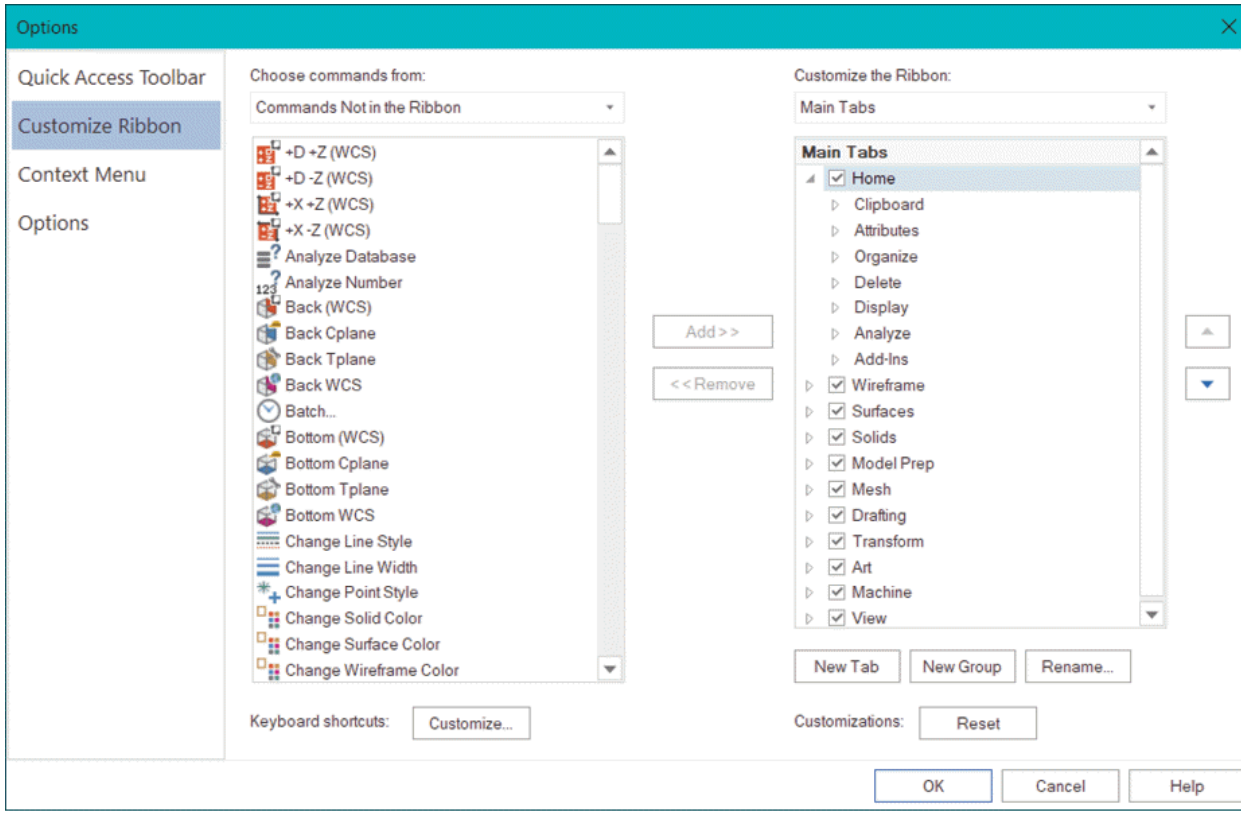
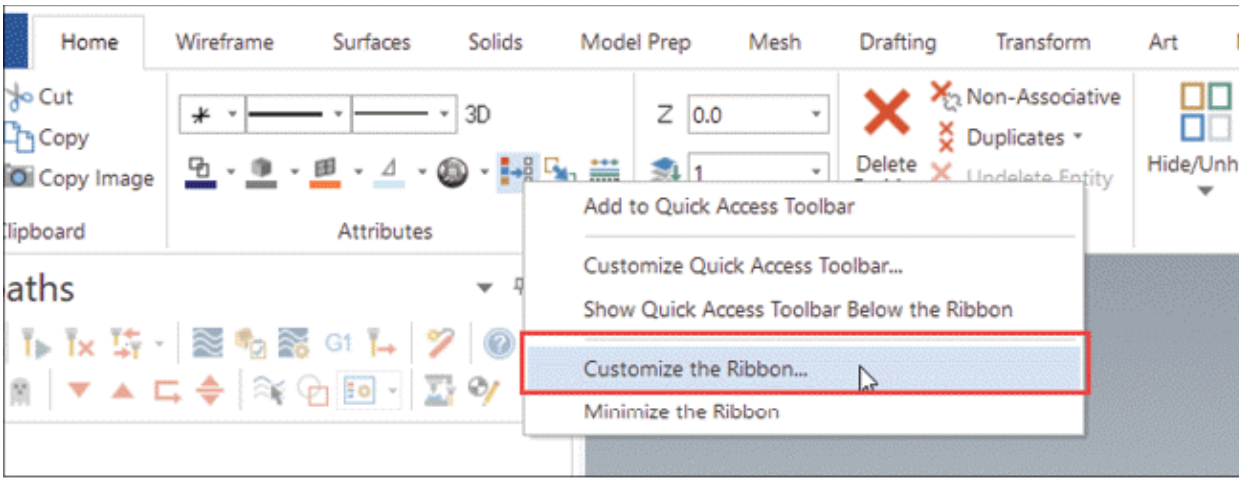

Figure-15. Customize Ribbon options
Figure-16. Customize the Ribbon option
- Select the **Customize Ribbon** option from the left area in the dialog box. The options in the dialog box will be displayed as shown in Figure-15. You can also get the options to customize **Ribbon** by selecting **Customize the Ribbon** option from shortcut menu displayed on right-clicking on any **Ribbon** option; refer to Figure-16.